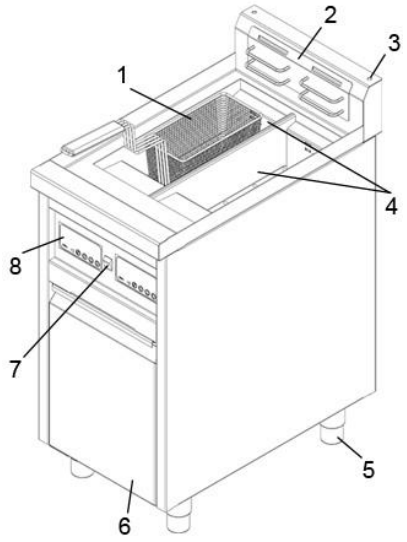
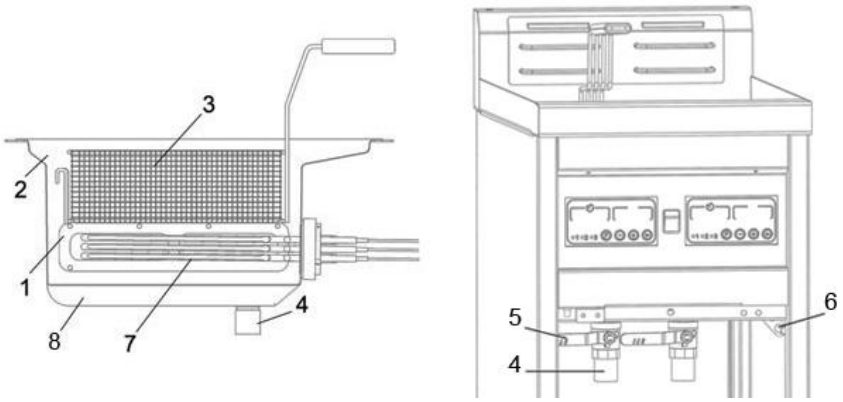

Рис.1. Общее устройство фритюрницы
Рис. 2. Общее устройство ванны электрической фритюрницы
На рисунке 1 и 2 представлено общее устройство электрической фритюрницы. Фритюрница имеет 2 обжарочных ванны *4 (рис.1)* с «холодной зоной» *8 (рис.2),* ванны закрываются крышками. В каждую ванну опускается съемная подставка *1 (рис.2)* и корзина для продуктов *3 (рис.2)*. Подставка нужна для того, чтобы корзина и находящиеся в ней продукты не касались ТЭНов *7 (рис.2)*.
Для удобства эксплуатации и чистки фритюрницы ТЭНы – поворотные. В вертикальное положение ТЭНы устанавливаются с помощью рычагов *6 (рис.2)*, расположенных в кабинете устройства. Каждому ТЭНу соответствует свой рычаг. Помимо этого в кабинете находятся сливы для масла *4 (рис.2)* с вентилем *5 (рис.2)*.
Кабинет закрывается распашной дверью *6 (рис.1)*.
Задний борт *3 (рис.1)* защищает от разбрызгивания масла при готовке, помимо этого на него крепится фиксатор корзин *2 (рис.1)*, используемый для слива лишнего масла из корзины с готовым продуктом.
Высота и горизонтальность фритюрницы регулируется ножками *5 (рис.1)*.
- Переключатель «1/O» (ВКЛ/ВЫКЛ) *7 (рис.1)*. *На некоторых моделях переключатель может быть без обозначений.* Переключатель в положении вверх – устройство включено, в положении вниз – выключено.
- Электронные панели управления ваннами *8 (рис.1).*
- Убедитесь, что сливной вентиль *5 (рис.2)* закрыт.
- Переведите переключатель *7 (рис.1)* в положение «I» (ВКЛ), если обозначения нет, переведите его вверх.
- Проконтролируйте, что сливной кран *4 (рис.2)* высушен от остатков воды и закрыт.
- Перед включением устройства убедитесь, что сливной вентиль *5 (рис.2)* закрыт. Если вентиль открыт, закройте его.